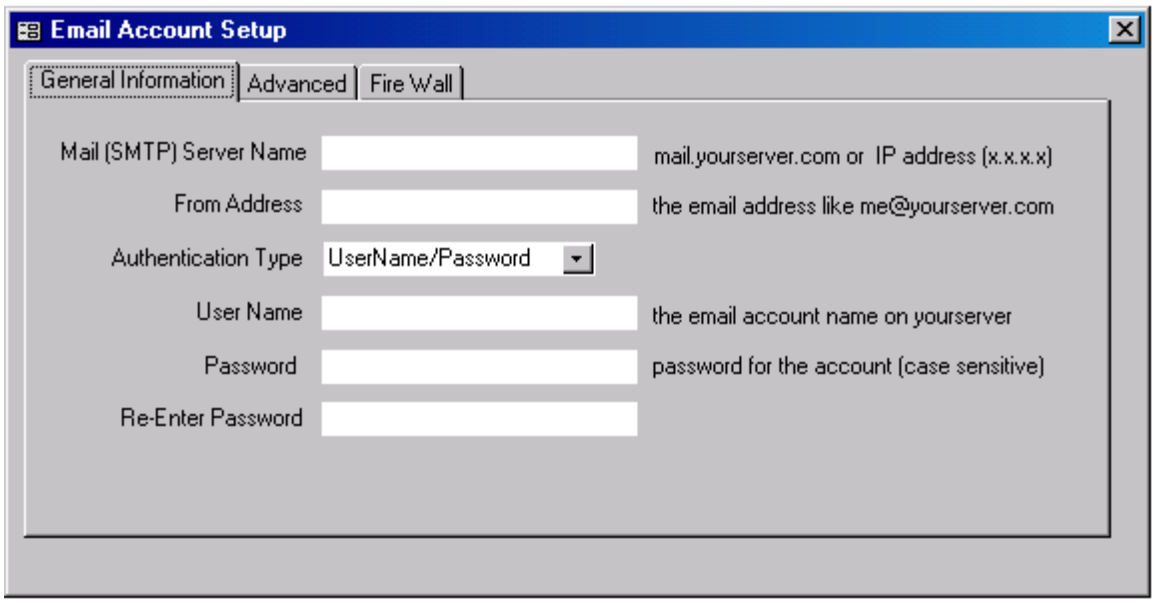

Figure 18.10. E-mail Setup form.
- **From** – The From field is automatically filled in as the "From Address" entered in the E-mail Account Setup form accessed by selecting the "Setup" button (see Figure 18.10 below). Or, you may type an address directly into the field.
altered at any time. The form presented upon selecting the "Setup" button is shown in Figure 18.10.